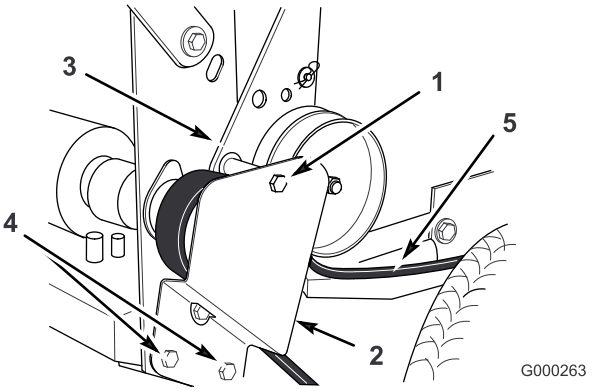

Figura 47
1. Retire el perno superior que fija los soportes de la polea tensora al bastidor trasero (Figura 47).
2. Afloje los dos tornillos de montaje inferiores lo suficiente para que la correa pueda pasar entre la polea de transmisión y el soporte de la polea tensora (Figura 47).
5. Coloque el perno superior que fija los soportes de la polea tensora al bastidor trasero (Figura 47).
6. Apriete los dos tornillos de montaje inferiores lo suficiente para que la correa pueda pasar entre la polea de transmisión y el soporte de la polea tensora (Figura 47).